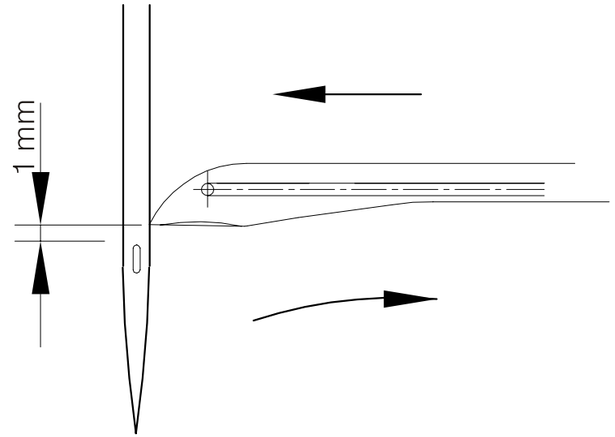

Fig. 4
1. El espacio cuando el bucleador se mueve desde el punto muerto derecho a la izquierda y al borde derecho de la aguja izquierda y sobre el ojal de aguja y también cuando el bucleador se mueve desde atrás del punto muerto izquierdo a la derecha y al centro de la aguja izquierda y sobre el ojal de aguja, deben ser iguales. Esta es la relación de ritmo o sincronización correcta. (Fig. 4)